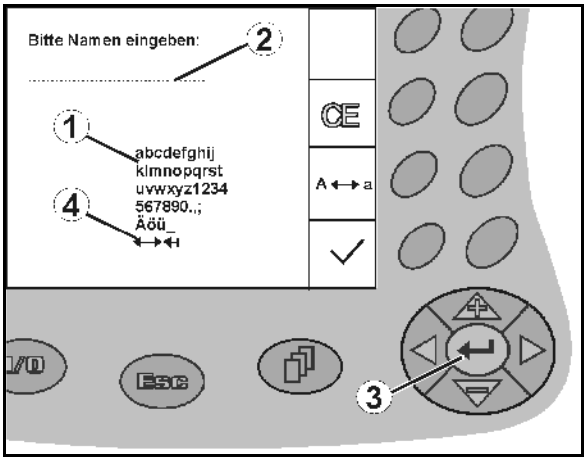

Fig. 13
f it is necessary to enter texts or numbers on the **AMATRON+** , the input menu (Fig. 13).
n the lower part of the display, a selection field (Fig. 13/1) appears with letters, numbers and arrows which can be used to compose the input line (Fig. 13/2).
Choose letters or numbers in the selection field (Fig. 13/3).
- Confirm the selection (Fig. 13/3).
The arrows ↔ in the selection field (Fig. 13/4) llow movement in the text line.
The arrow ⇤ in the selection field (Fig. 13/4) eletes the last entry.